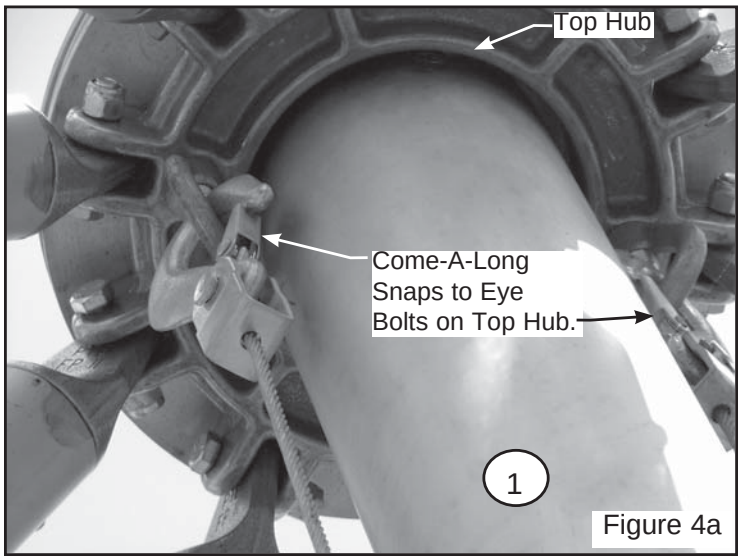
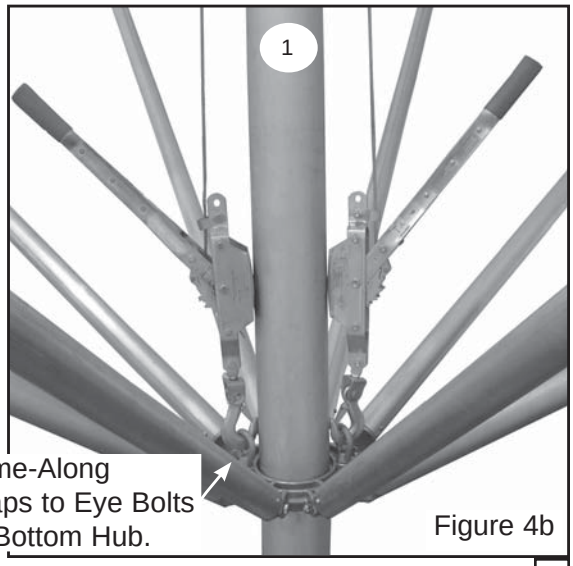

Figure 4a
Figure 4b
Snap (2) Ratchet Come-A-Longs (purchased separately) to the eyebolts on top hubs and to the eye-bolts on bottom hub (**Figure 4a**). Ratchets should be set close to bottom hub (**Figure 4b**) .